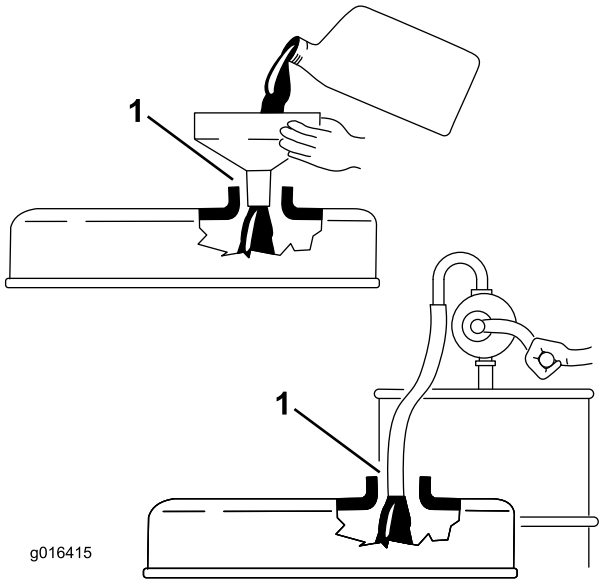

**Figur 22**
**Viktig: Pass på at du tar ut peilestaven når du fyller olje på maskinen. Når du fyller på motorolje, *må det være* en klaring mellom oljepåfyllingsinnretningen og hullet i ventildekslet som vist på Figur 22. Denne klaringen er nødvendig for å sikre ventilasjon under påfyllingen, noe som forhindrer at det renner olje inn i ventilatoren.**